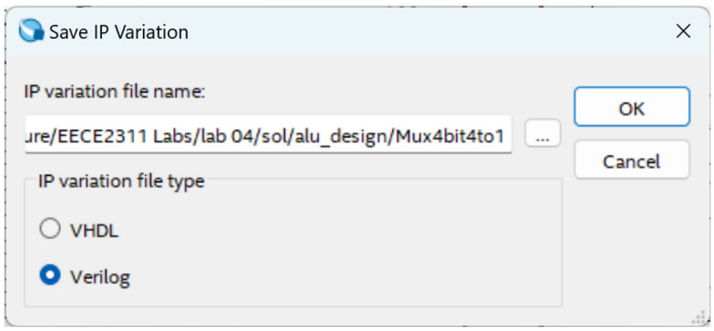

Figure 3: Name the Component
b) As shown in Figure 3 below, enter *Mux4bit4to1* for its IP variation file name.